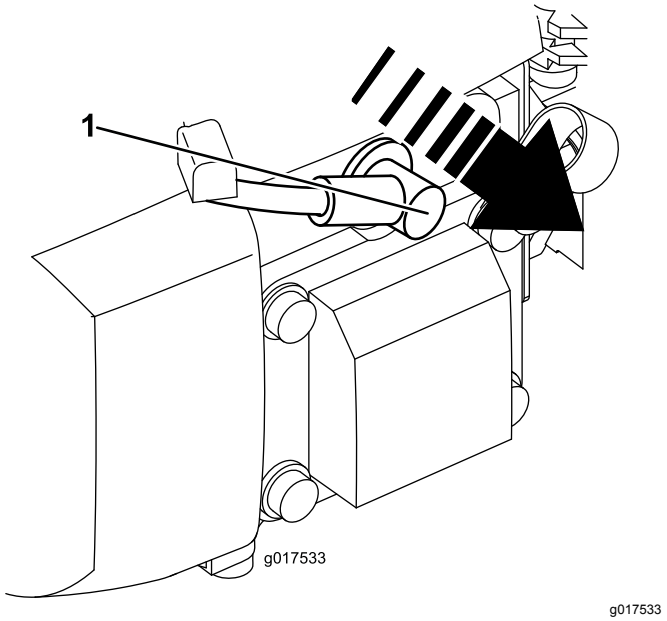

Figur 17
2. Koble fra tennpluggledningen fra tennpluggen (Figur 17) før du utfører vedlikeholdsprosedyrer.